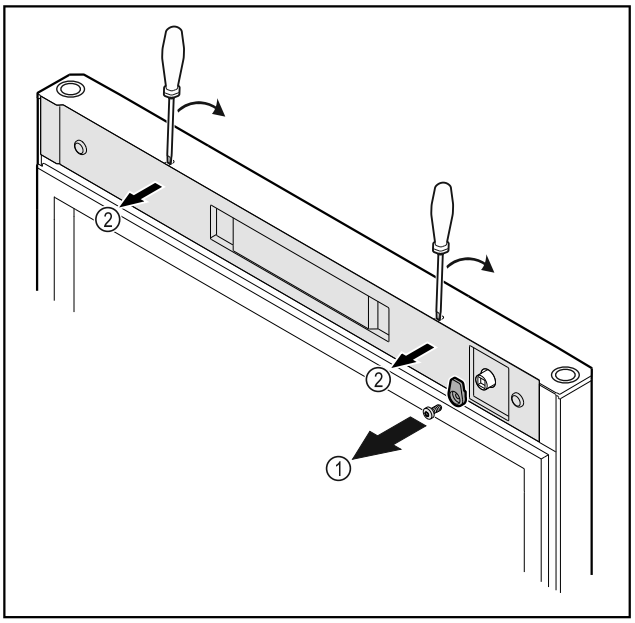

Fig. 6
▶ Desatornillar el gancho de cierre *Fig. 6 (1)*.
▶ Desencajar la cubierta *Fig. 6 (1)* con un destornillador pequeño y retirarla.